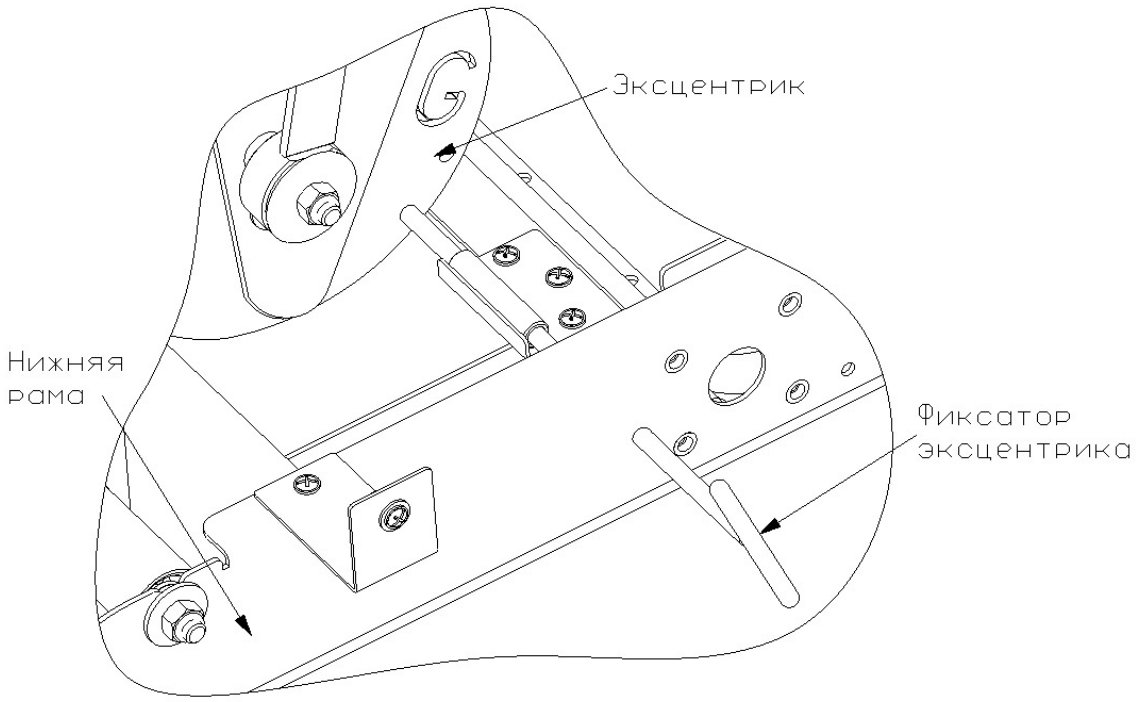

Рис.5 Фиксирование круга эксцентрика.
2) Зафиксировать основной круг эксцентрика с помощью фиксатора (рис.5).